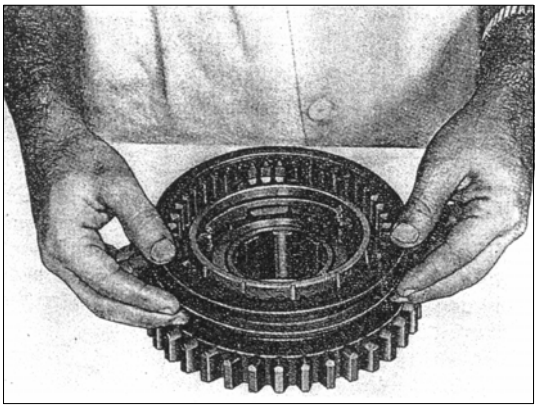

РИС. 211
- установите муфту включения синхронизатора на шестерню заднего хода так, чтобы 3 срезанных шлица муфты совпадали со стопорными сухарями. Нажмите на все стопорные сухари одновременно и установите муфту в положение зажима, где стопорные пальцы вожмутся в соответствующие канавки (см. рис. 211);